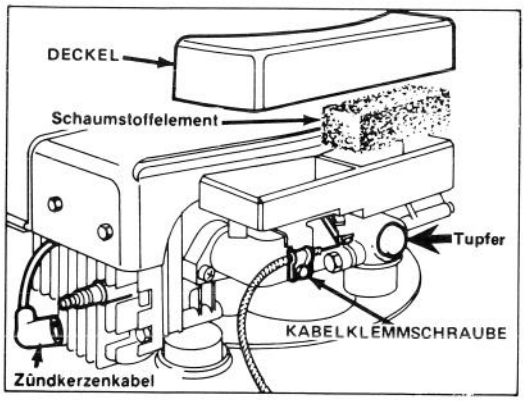

Abbildung 8
3. KALTSTARTEN — Ist die Temperatur unter 10 °C, den Kaltstartanlaßknopf 5 Mal drücken (Bild 8), dabei zwischen jedem Drükken 2 Sekunden warten.
Fünf ins Gehäuse gestanzte Kerben zeigen die jeweilige Stufe an (Abb. 8).
1. Stellen Sie den Motor ab und ziehen Sie das Kabel aus der Zündkerze (Abb. 8).
2. Mit den Fingern unter die rechte Seite der Haube greifen und abheben (Abb. 8). Haube außen und innen säubern, falls verschmutzt.
3. Sehen Sie sich die Oberfläche des Luftfilters (Abb. 8) an. Ist er verschmutzt, aus dem Luftreinigungsgehäuse entfernen (Abb. 8) und säubern.
3. Die Kabelklemmschraube lockern, bis das Gaskabel sich hin-und herbewegen läßt (Abb. 8).
4. Gaskontrollarm nach links bewegen, bis er die Erdungsklammer berührt (Abb. 8). Gaskabel leicht anziehen, damit es nicht schlaff ist und die Kabelklemmschraube festziehen, damit das Kabel so eingestellt bleibt.
1. Den Motor abstellen und das Kabel aus der Zündkerze ziehen (Abb. 8).
2. Um die Zündkerze herum sauberwischen und die Zündkerze vom Zylinderkopf abnehmen (Abb. 8).